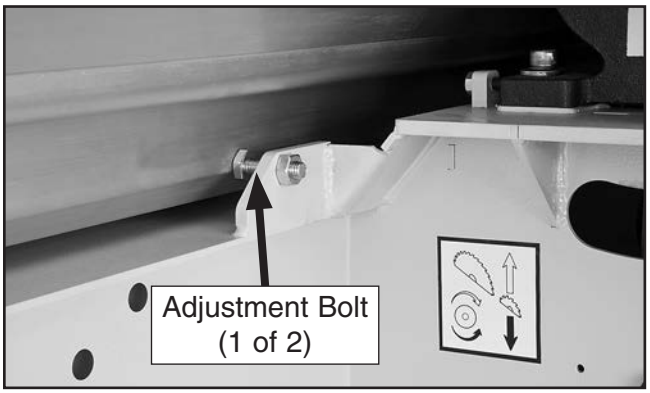

Figure 154. Sliding table parallelism adjustment bolt (1 of 2).
7. Adjust adjustment bolts underneath each end of sliding table (see **Figure 154**) to make sliding table parallel with main blade.